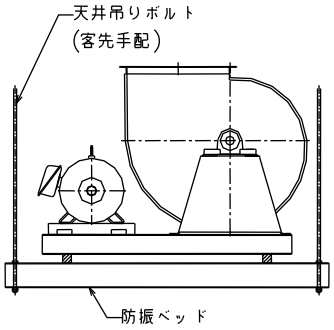
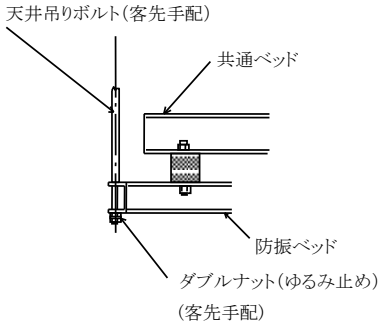

図 6　SRTE4型（例）
図 7　天井吊り形防振材取付(例)
① 天井にあらかじめ埋め込まれた吊りボルトにより、ファンのベッドを水平に、４本の吊りボルト全部に荷重がかかるように取付けてください。（図 6）
② 吊りボルトは十分な強度のもの（ボルト自身および埋め込み状態とも）をご用意ください。
③ 据付け後、吊りボルトのナットはダブルナットとし、ゆるみ止めを必ず行ってください。（図 7）